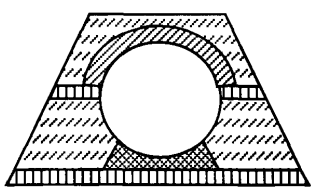

Рис.4
4. Создание усиления грунтовой обоймы над щелыгой свода в случае ограниченной высоты засыпки для восприятия воздействия от временной нагрузки (рис.4).